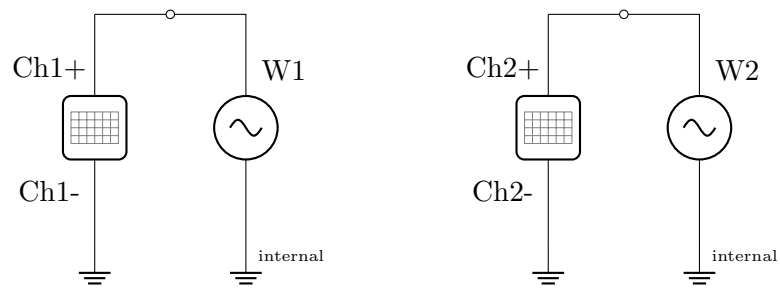

Figure 7: M2K signal generation channels and oscilloscope channels. This configuration creates single-ended measurements of the generated signals.
1. To view the generated signals, connect the signal generators to the oscilloscope as shown in Figure 7. Make the connections on the breadboard.